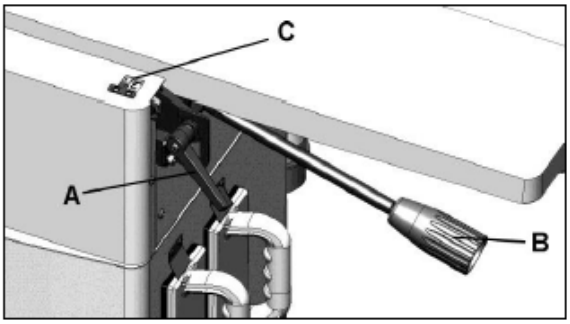

Рис. 27
1. Ослабьте ручку фиксации (A, Рис. 27).
2. С помощью регулировочного рычага (B, Рис. 27) поднимите или опустите стол, чтобы установить нужную глубину фугования по измерительному приспособлению с указателем (C, Рис. 27).
3. Затяните ручку фиксации (A, Рис. 27).